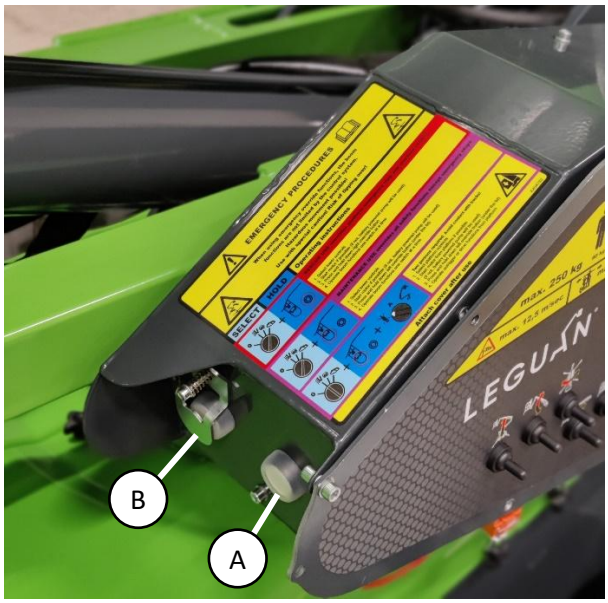

Figura 9. Pulsanti di esclusione
Per possibili situazioni di emergenza la piattaforma aerea è dotata di pulsante di esclusione del sistema di controllo del carico e del pulsante di arresto di emergenza (figura 9 (A)). Il pulsante deve essere utilizzato esclusivamente in **situazioni di estrema emergenza**, ad esempio perdita di coscienza dell'operatore nella piattaforma con attivazione del pulsante di arresto di emergenza e necessità di abbassare la piattaforma per la sua sicurezza. La piattaforma deve essere spostata in direzioni che riducono il momento di ribaltamento (verso il centro della macchina). **Il produttore non è responsabile per un eventuale cattivo uso della funzione!** Il pulsante di esclusione è situato sul lato sinistro del pannello di comando inferiore ed è operativo solo quando il comando inferiore è selezionato come posizione di comando attiva.
3. Tenere premuto il pulsante di esclusione situato più vicino all'operatore (figura 9 (A)).
Per possibili situazioni di emergenza la piattaforma aerea è dotata di pulsante di esclusione delle funzioni di sicurezza (figura 9 (B)). Tale pulsante consente di utilizzare le funzioni di guida, stabilizzatori e bracci in situazioni di guasto. La funzione può essere utilizzata ad esempio in una situazione di rottura di un sensore in cui la macchina deve essere spostata in una posizione sicura per essere riparata. **Utilizzare con estrema attenzione e solo in una situazione di emergenza!**
3. Tenere premuto il pulsante di esclusione situato sotto il coperchio nel punto più lontano dall'operatore (figura 9 (B)).